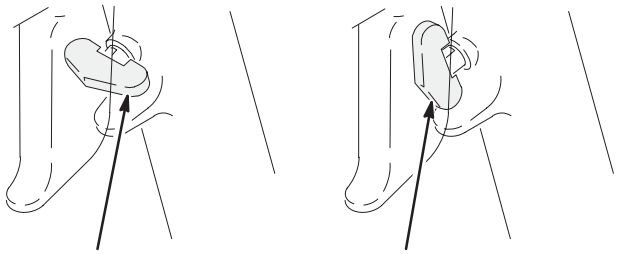

**Fig. 4** 8459A
1. En cas d'utilisation de l'un des modèles manuels de la vanne, verrouiller la gâchette en tournant le verrou perpendiculairement au corps du pistolet. Voir la Fig. 4.